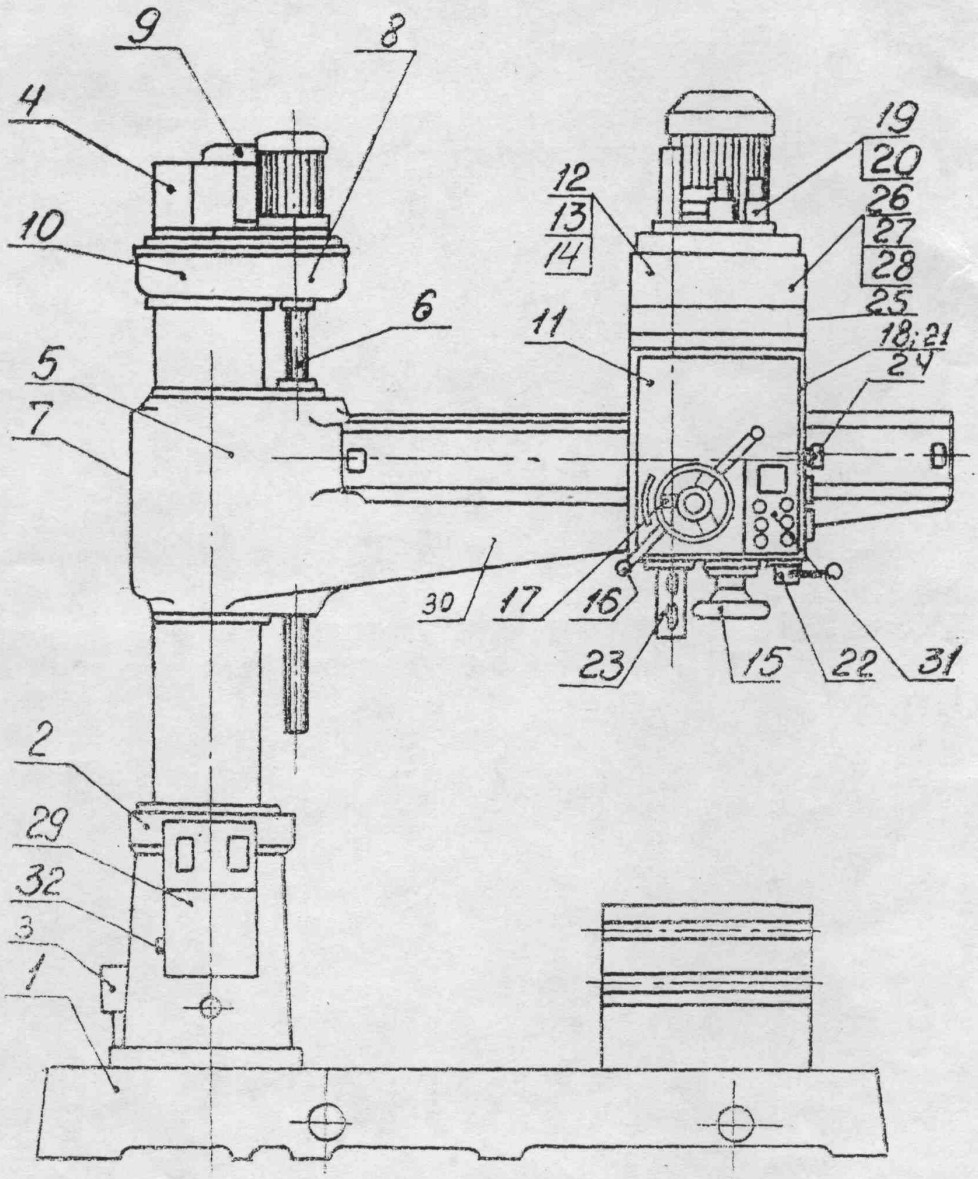

Рис. 2. Расположение составных частей станка
1.2.1. Общий вид с обозначением составных частей станка (рис. 2)